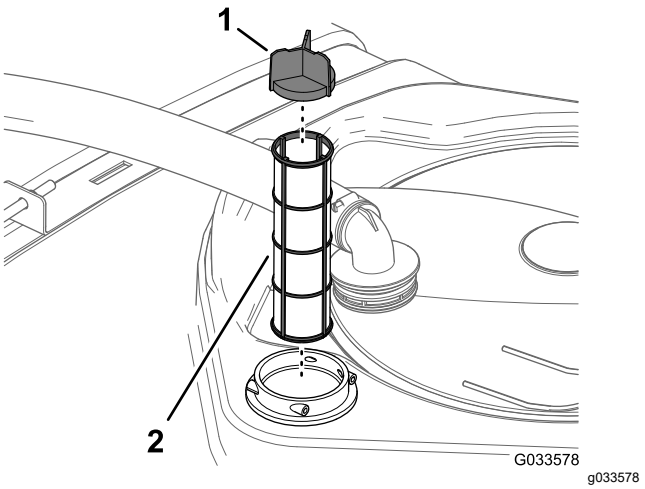

Bild 50
4. Ziehen Sie das Saugsieb aus dem Filtergehäuse im Behälter (Bild 50).